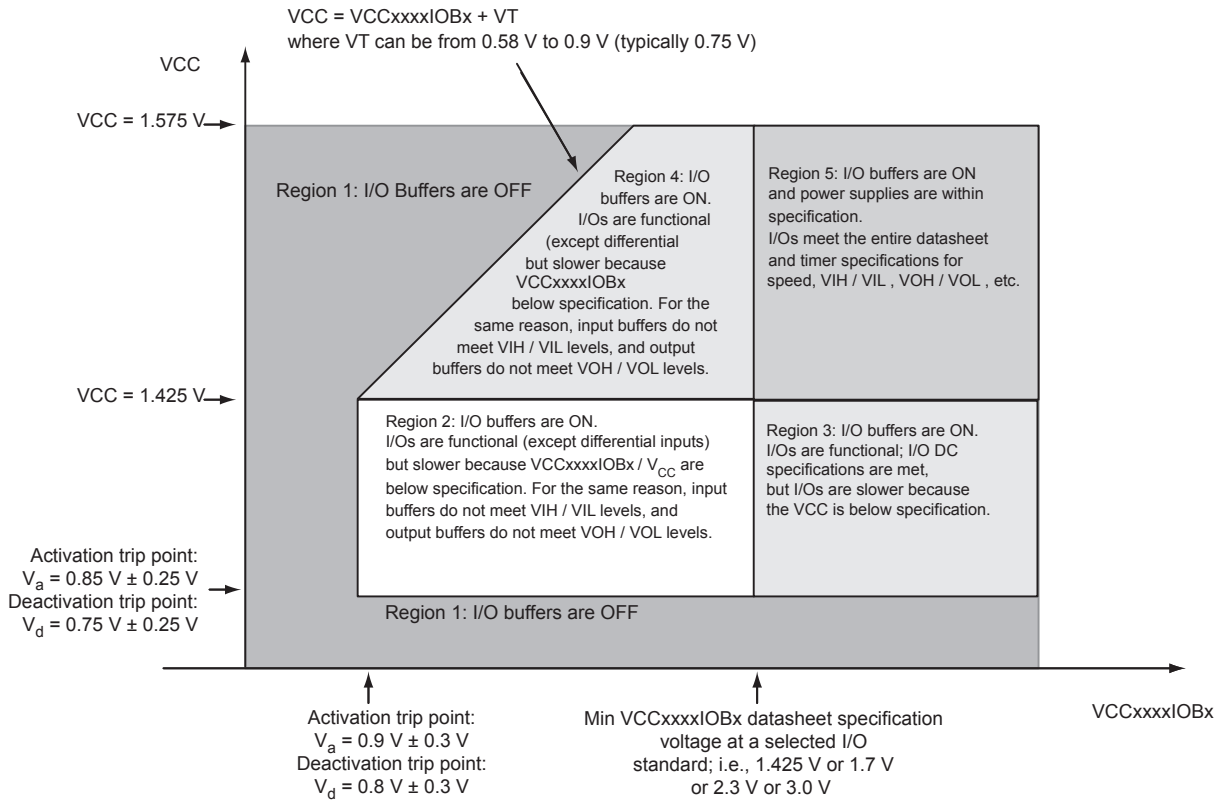

Figure 2-2 • **I/O State as a Function of VCCxxxxIOBx and VCC Voltage Levels**
Sophisticated power-up management circuitry is designed into every SmartFusion cSoC. These circuits ensure easy transition from the powered-off state to the powered-up state of the device. In addition, the I/O will be in a known state through the power-up sequence. The basic principle is shown in Figure 2-2 on page 2-6.
1. VCC and VCCxxxxIOBx are above the minimum specified trip points (Figure 2-2 on page 2-6).
The Microsemi SoC Products Group recommends using monotonic power supplies or voltage regulators to ensure proper power-up behavior. Power ramp-up should be monotonic at least until VCC and VCCPLLx exceed brownout activation levels. The VCC activation level is specified as 1.1 V worst-case (see Figure 2-2 on page 2-6 for more details).